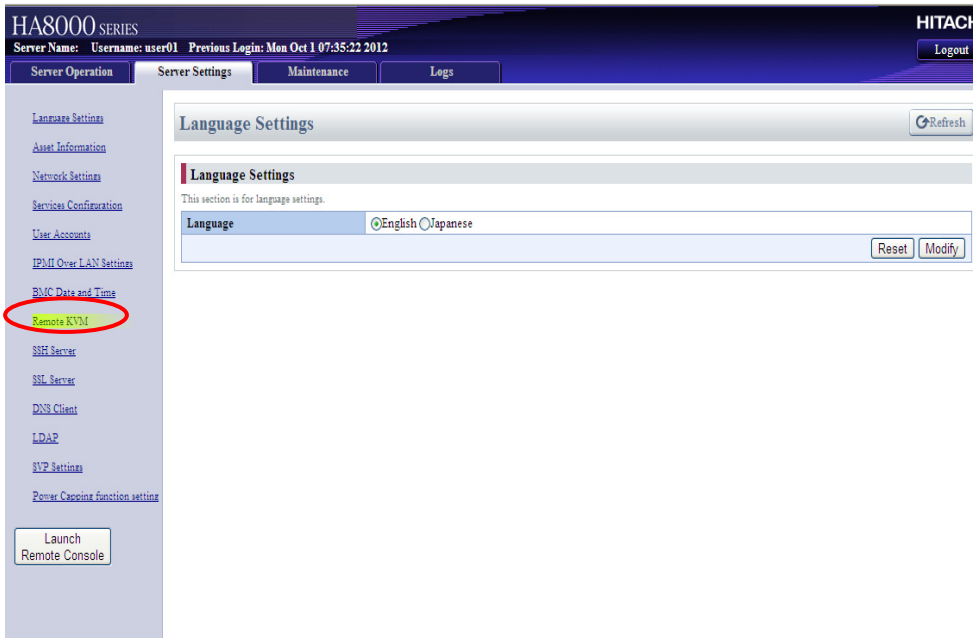

Figure B.1.4-4 Language Settings window
(6) The Language Settings window is displayed as shown in Figure B.1.4-4.